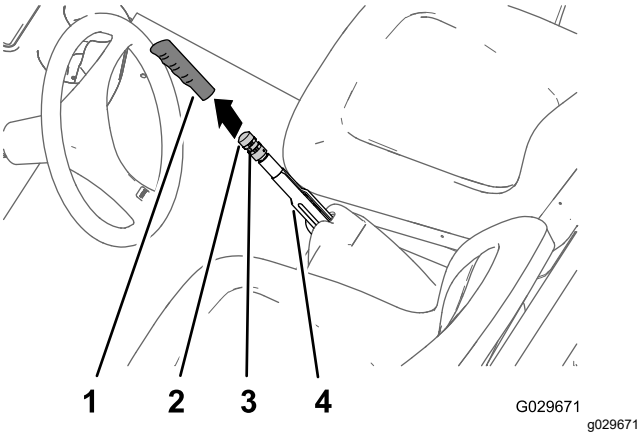

Figuur 65
1. Verwijder de handgreep van de parkeerremhendel (Figuur 65).
2. Draai de stelschroef los waarmee de knop voor de remafstelling is bevestigd aan de parkeerremhendel (Figuur 65).
3. Verdraai de knop van de remafstelling tot u een kracht van 133 tot 156 N bereikt om de parkeerremhendel in te schakelen (Figuur 65).
4. Draai de stelschroef vast en plaats de handgreep (Figuur 65).
2. Draai de stelschroef los (Figuur 65) waarmee de knop voor de remafstelling is bevestigd aan de parkeerremhendel. Stel de parkeerrem vrij en draai de knop voor de remafstelling los.
5. Draai aan de knop voor remafstelling (Figuur 65) totdat een kracht van 133 tot 156 N nodig is om de parkeerremhendel in werking te stellen.
C. Draai aan de knop voor remafstelling (Figuur 65) totdat een kracht van 133 tot 156 N nodig is om de parkeerremhendel in werking te stellen.
- Draai de stelschroef vast en plaats de handgreep (Figuur 65).